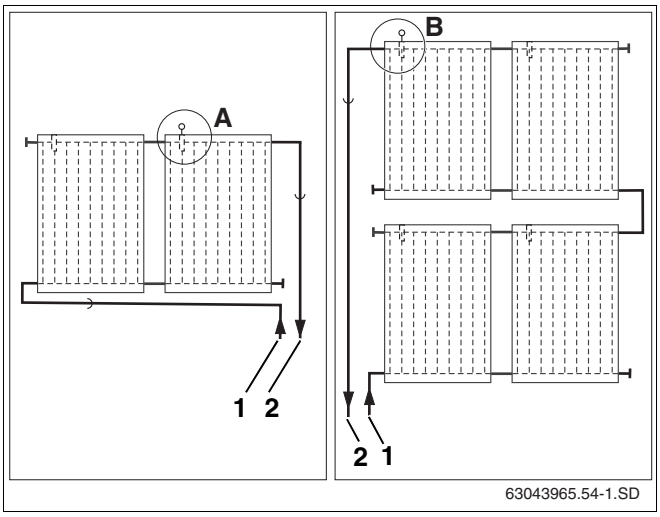

Рис.56 Место установки датчика коллектора (схематическое изображение)
Обратите внимание на разные места установки при одно- и двухрядной коллекторной системе (рис. 56).
Датчик должен устанавливаться в коллектор, к которому подключена подающая линия (рис. 56, **поз. 2**).
– Место установки (рис. 56, **поз. A**) при однорядной коллекторной системе с правой подающей линией.
– Место установки (рис. 56, **поз. B**) при двухрядной коллекторной системе с левой подающей линией.